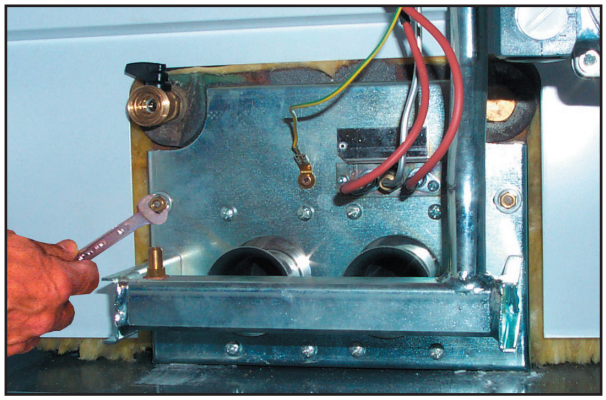

Abb. 9
- Die zwei Muttern, mit denen die Tür der Verbrennungskammer an den Gusseisenelementen des Heizkessels befestigt ist, aufschrauben (Abb. 9)